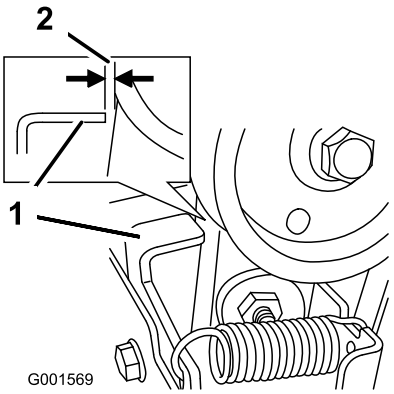

Figur 47
3. Ha matarskruvs-/impellerreglaget urkopplat och kontrollera att mellanrummet mellan matarskruvskopplingen och tappen är 1,5 mm (Figur 47).